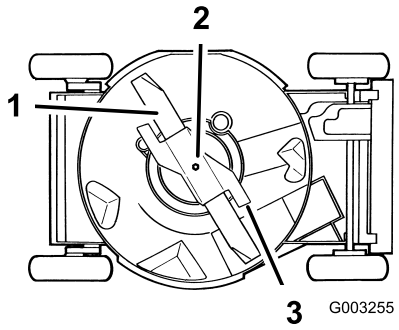

Figuur 30
4. Kantel de maaimachine op haar **rechter** zijde (Figuur 30).
Pak het uiteinde van het mes vast met een doek of een dikke handschoen. Verwijder de mesbout, de klemring, de versneller en het mes (Figuur 30).